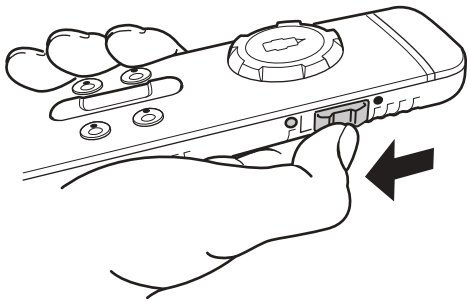

Fig. 32
- ► Pousser l'interrupteur à coulisse latéral vers le bas pour éteindre la télécommande (Fig. 32). La LED verte s'éteint.